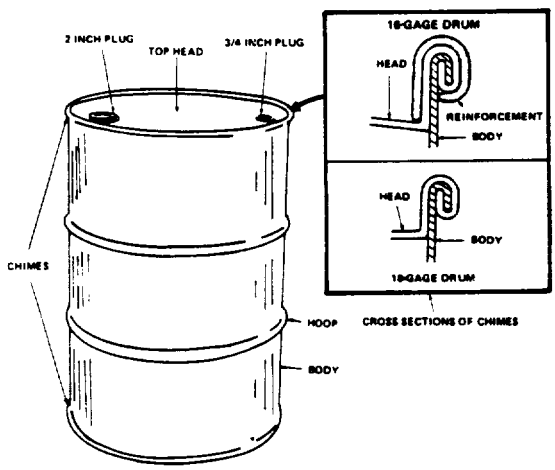

Figure 4-2. Fifty-Five-Gallon Drum
a. The 55-gallon drum (figure 4-2) is made of either 16- or 18-gage steel and is provided with rolling hoops. The drum heads are secured to the body by double-seamed chimes. Chimes on the 16-gage drums are reinforced by a strip of sheet steel (inset, figure 4-2). Two flanged closures, a 2-inch plug and a 3/4-inch plug (vent) , are mounted in the top head of each drum. The 16-gage drum is more durable than the 18-gage drum and can be reused; the 18-gage drum is usually a one-time shipping container.